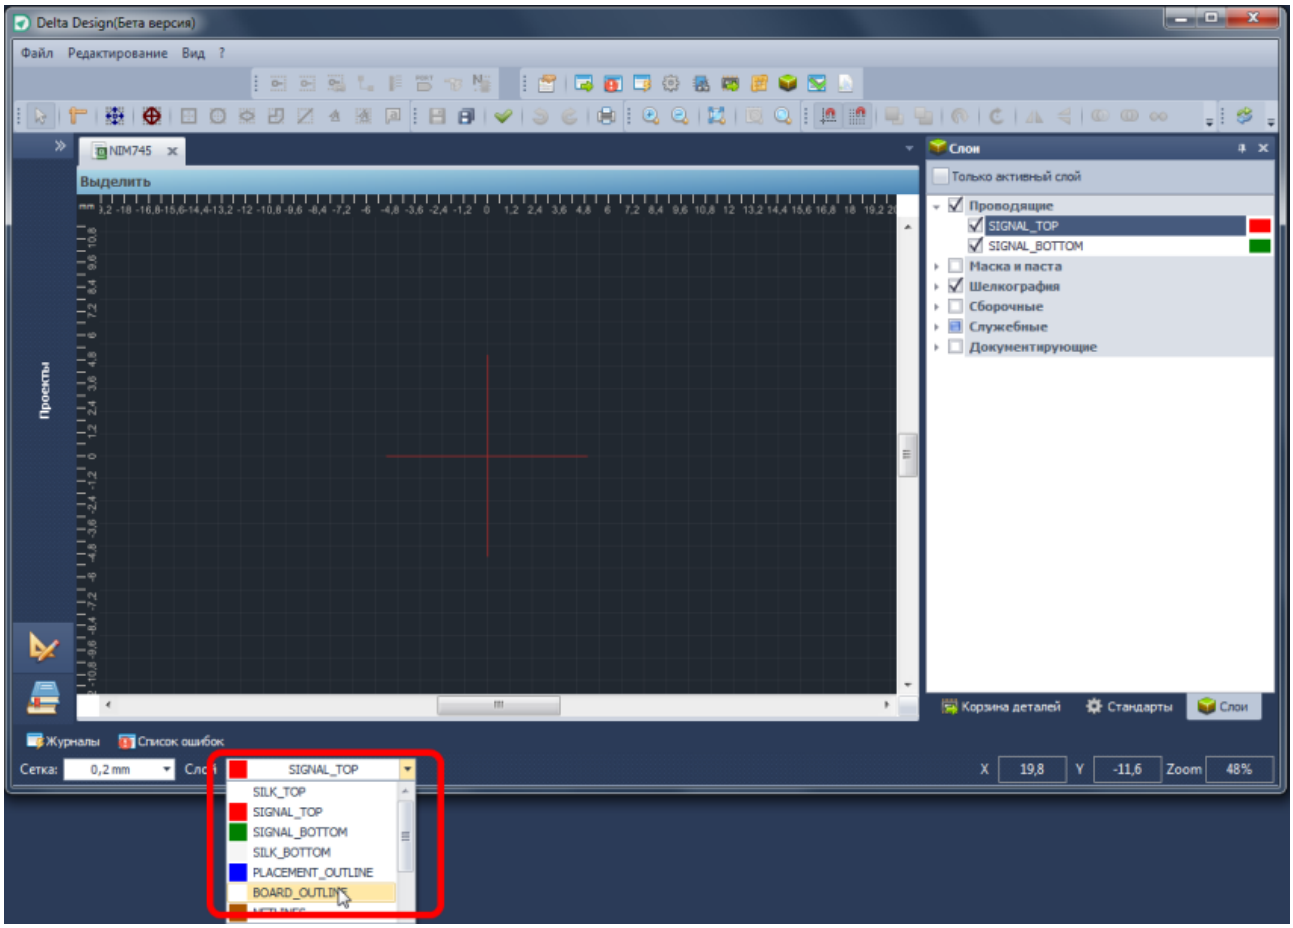

Рис. 689. Выбор слоя «BOARD_OUTLINE»
1. С помощью списка слоев в редакторе плат выбрать слой «BOARD_OUTLINE», см. Рис. 689.